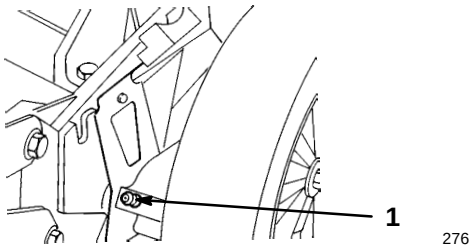

Abbildung 28
1. Die Schmiernippel an den hinteren Schnitthöheneinstellvorrichtungen (Abb. 28) mit einem sauberen Lappen abwischen.